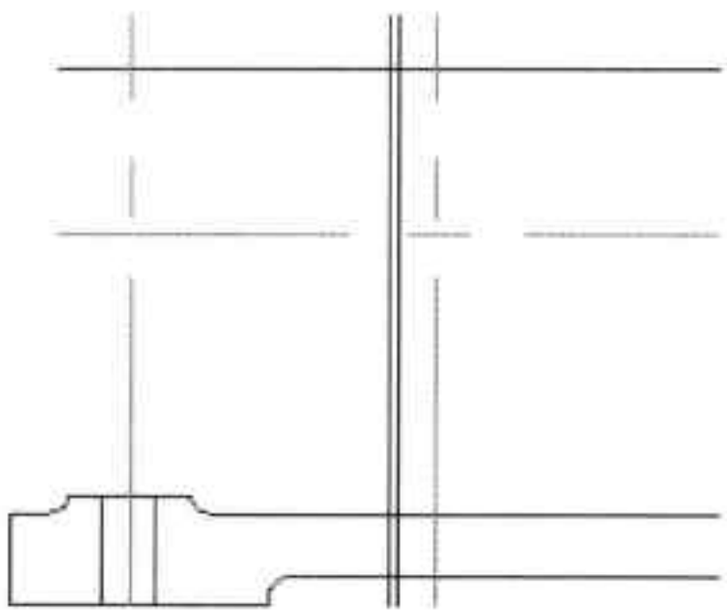

图21-72 更换图层
Step 31 执行“偏移”命令，将垂直中心线分别依次向左偏移 4 和 5，并将其变更到“0 图层”上，如图 21-72 所示。